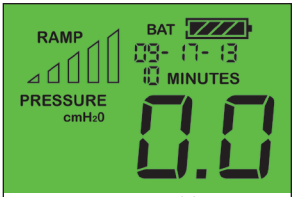

Abb. 8
4. Nach etwa 10 s geht das *Z1* in den Standby-Modus über. Das Display zeigt 0.0 an. (Abb. 8)